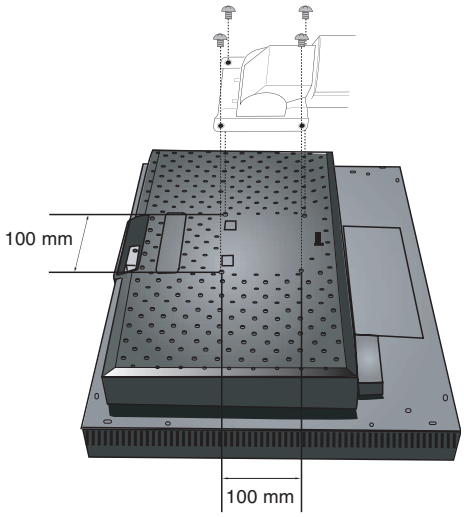

Figure F.1
2. À l'aide des 4 vis maintenant le support, fixez le bras au moniteur (**Figure F.1**).